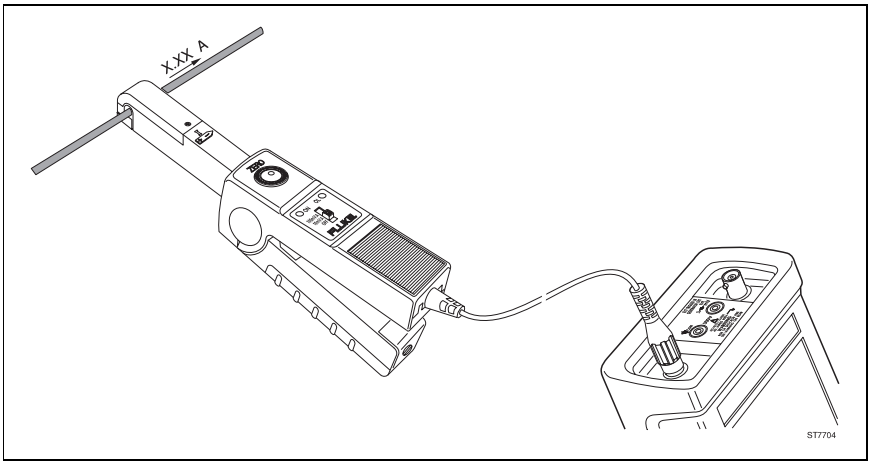

Abbildung 4. Meßeinstellungen
2. Wählen Sie den niedrigsten Meßbereich am Meßfühler (10 mV/A). Überprüfen Sie, ob das grüne ON-Anzeigelämpchen leuchtet. Siehe Abbildung 4 für die Stellen des Wahlschalters und des grünen ON-Anzeigers.
3. Verdrehen Sie den NULL-Zackenradschalter am Meßfühler, um den Meßfühler auf Null einzustellen. Siehe Abbildung 4 für die Stelle des NULL-Drehknopfes.
Die für den Betrieb des Meßfühlers und ScopeMeters erforderlichen Einstellungen sind in Abbildung 4 dargestellt.